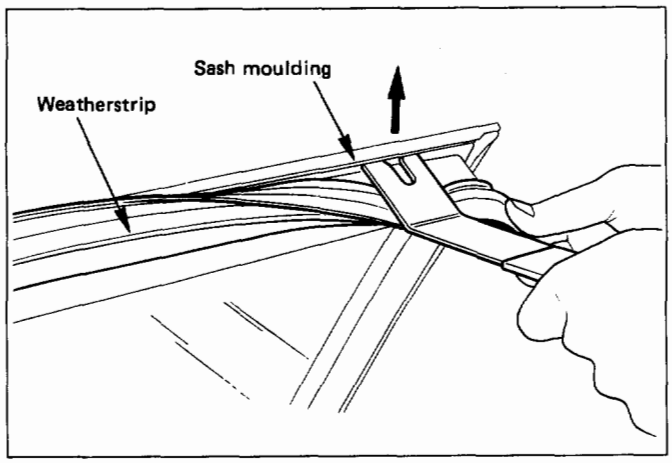

Fig. 10-82
1. **Front door sash moulding (Fig. 10-82)**